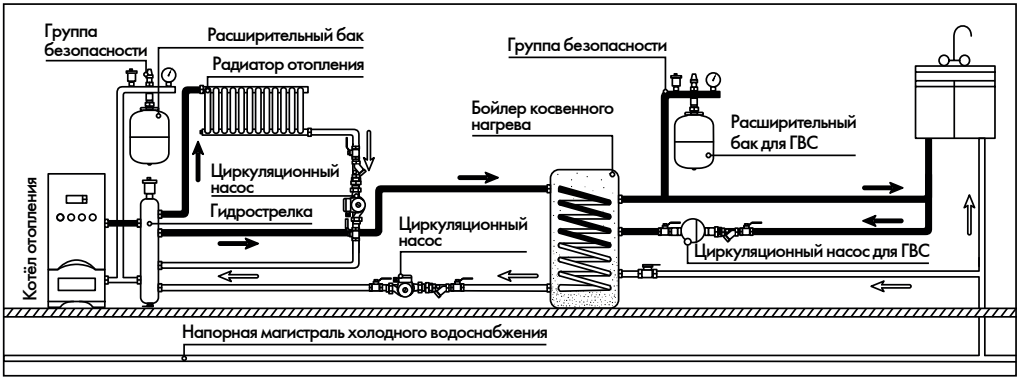

Рисунок 3
5.1. Монтаж расширительного бака для ГВС (рисунок 3)